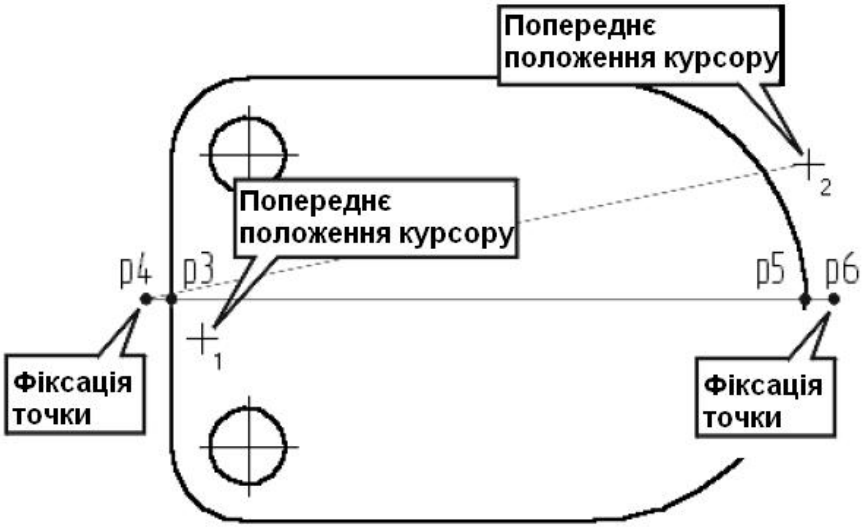

Рисунок 2.9 – Положення курсору.
d) Не натискаючи мишею, попередньо встановіть курсор поруч з вертикальним відрізком в лівій частині деталі, як показано на рис. 2.9.
h) Не виконуючи натискань мишею, попередньо встановіть курсор поруч з дугою в правій частині деталі, як показано на рис. 2.9.